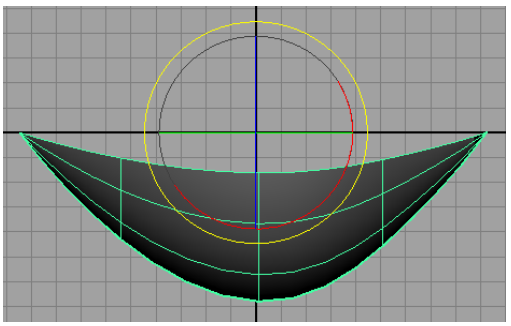

Figure 4-56 *Surface created*
6. Choose **Surfaces > Create > Loft** from the menubar; a surface is created defining half of the ship base, as shown in Figure 4-56.